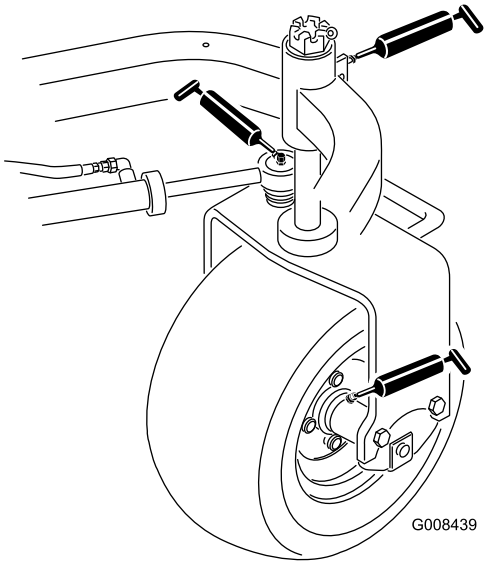

Figur 33
- Bakre hjulnav (1) (Figur 33)
- Svänghjulslager (1) (Figur 33)
- Styrcylinder (2) (Figur 33)